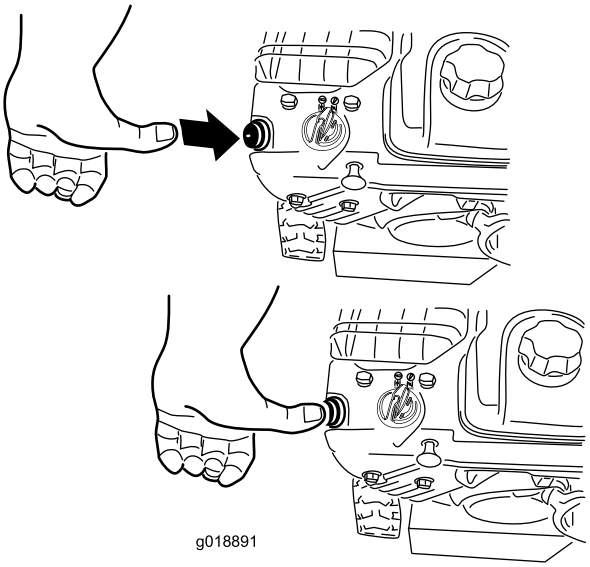

Bild 22
4. Drücken Sie die Kaltstarthilfe zweimal kräftig mit dem Daumen (-9°C oder höher) oder vier Mal (unter -9°C) und lassen Sie die Kaltstarthilfe jedesmal nach einer Sekunde los (Bild 22).